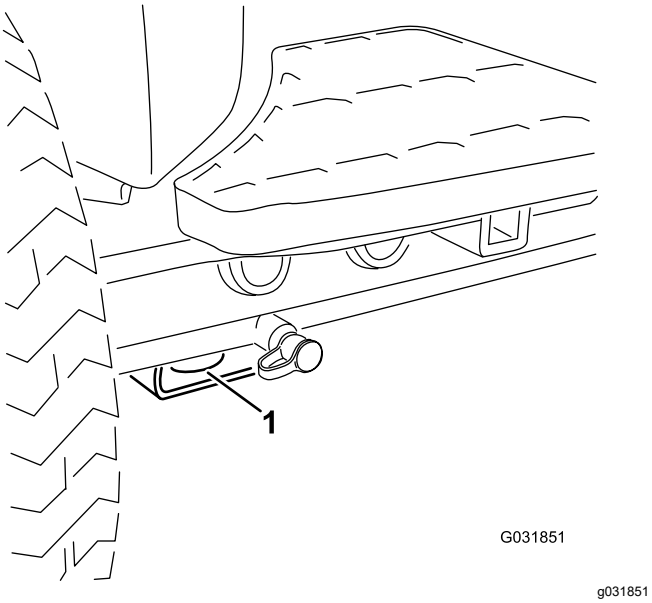

Rysunek 72
- Z przodu — otwór w prostokątnej płytce, pod pochwą osi, wewnątrz każdej z przednich opon(Rysunek 72).